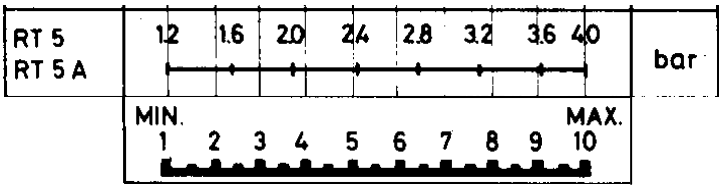

Рис. 4
б) снять крышку реле давления и поставить барабан (3) на выбранном значении для дифференциала (горелка остановлена) на основе диаграммы на Рис. 4.